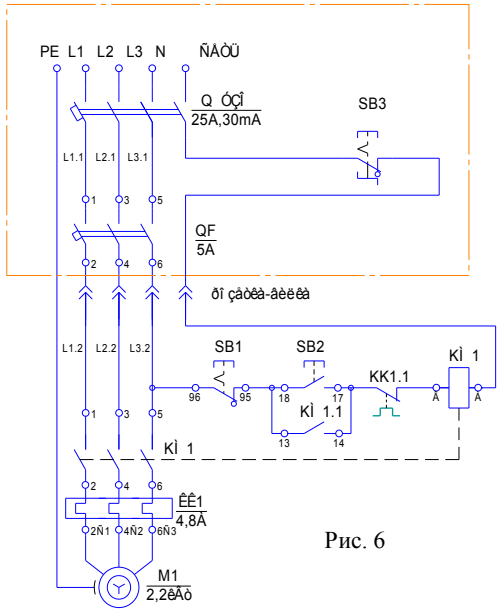

Рис. 6
5.4 Подключение Установок к источнику питания осуществляется по схеме рис. 6.
6.2.8 Выполнить подключение (рис.6} при этом: